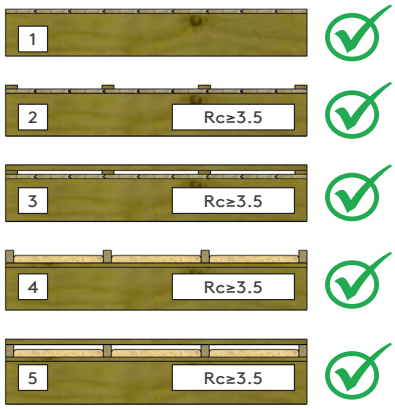

Figuur 4 - Toepassingsmogelijkheden
- Na-isoleren van gordingkappen. Over vlak dragend dakbeschot, en bij $R_c \geq 3.5$ eventueel voorzien van tengels en panlatten (zie figuur 4, situatie 1, 2 en 3).
- Na-isoleren van gordingkappen. Bij $R_c \geq 3.5$ over bestaande dragende dakelementen eventueel voorzien van panlatten (zie figuur 4, situatie 4 en 5).